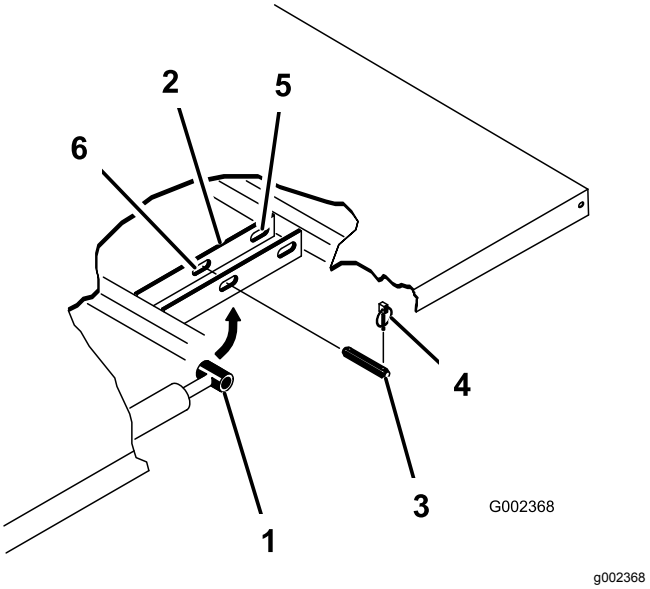

Figur 3
4. Fjern ringstiften fra den ytre enden av splittpinnene (Figur 3) på sylinderstaget.
5. Fjern splittpinnene som fester sylinderstaget til planmonteringsplatene, ved å skyve pinnene mot maskinens midtlinje (Figur 3).